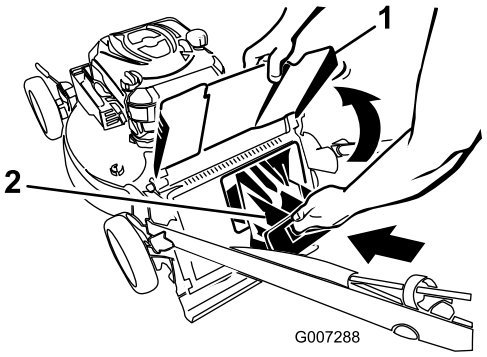

Figur 23
4. Monter bagudblæsningsdækslet (Figur 23).